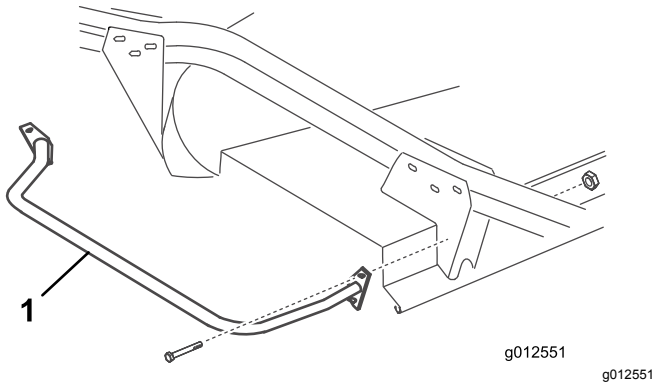

Figure 23
2. Fixez le trou supérieur de la plaque de montage avant du pare-chocs au support du bras pivotant à l'aide d'un boulon (5/16"-18 x 3") et d'un contre-écrou (Figure 23).